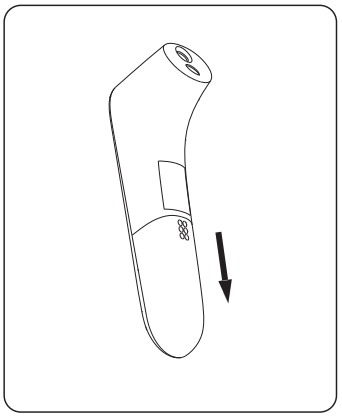

Abbildung 10
2. Schieben Sie die Batteriefachabdeckung nach unten, wie in Abbildung 10 gezeigt.